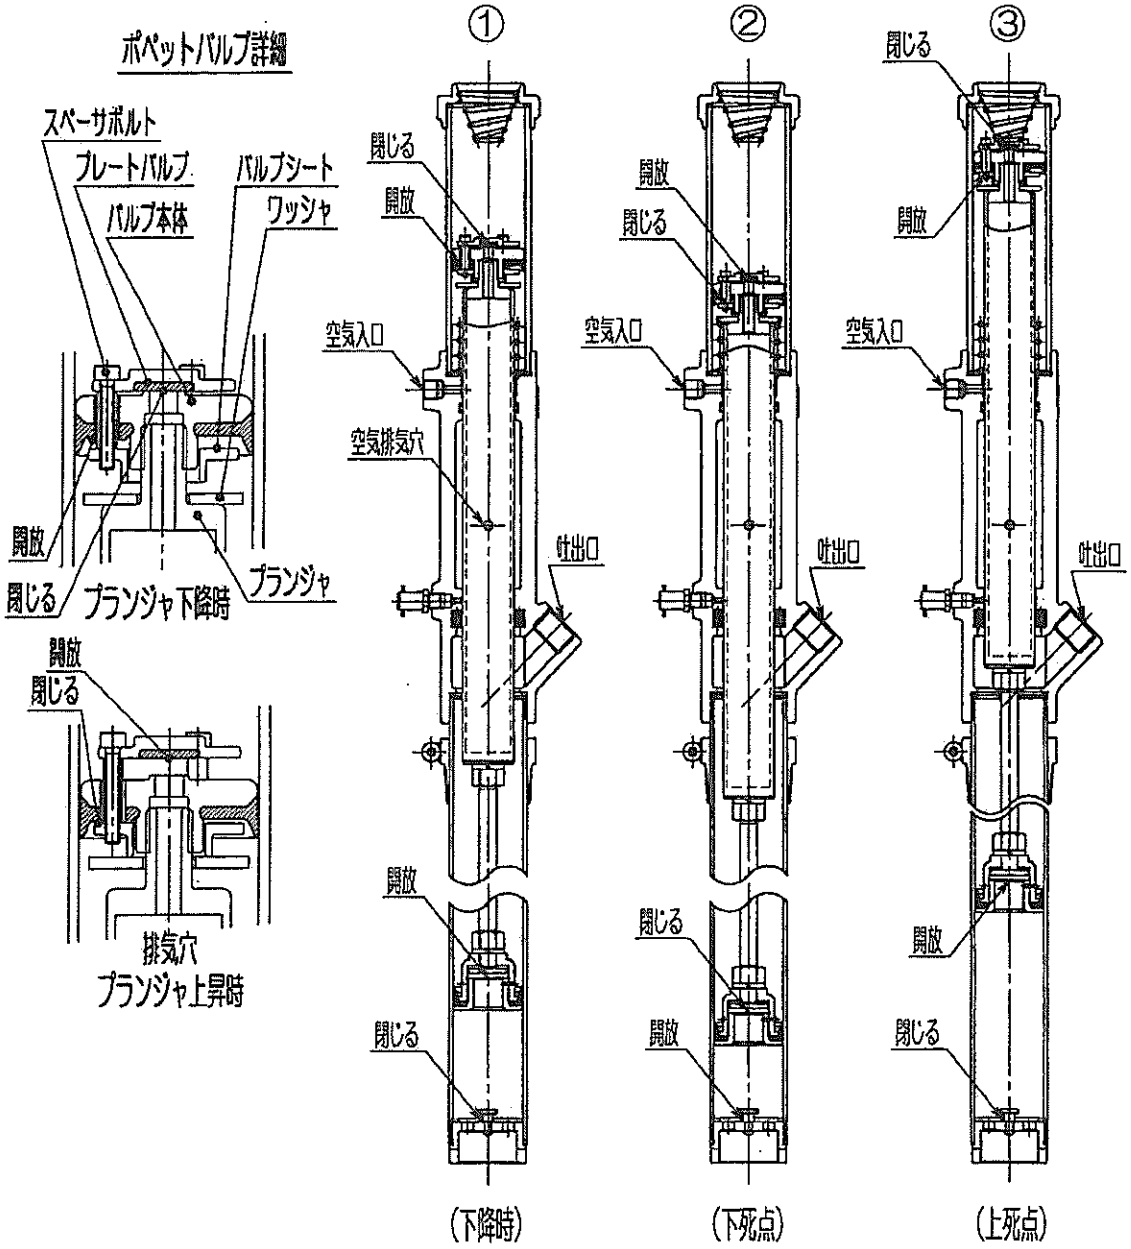

図３－１ ポンプ作動
3.1　作動の原理（図３－１参照）(ポペットバルブ組立詳細図参照)